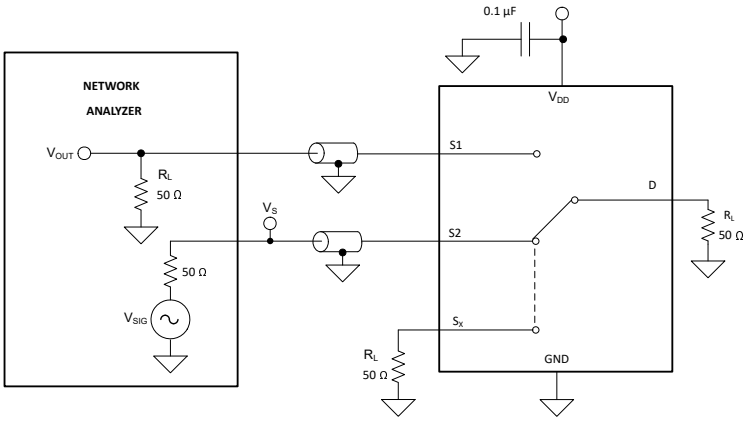

図 8-10. チャネル間クロストーク測定時の設定
クロストークは、オンチャネルのソース・ピン (Sx) に信号が印加された場合に、他のチャネルのドレイン・ピン (D) に現れる信号の比率として定義されます。図 8-10 に、クロストークの測定を行う際の設定と、クロストークの計算に使用する式を示します。